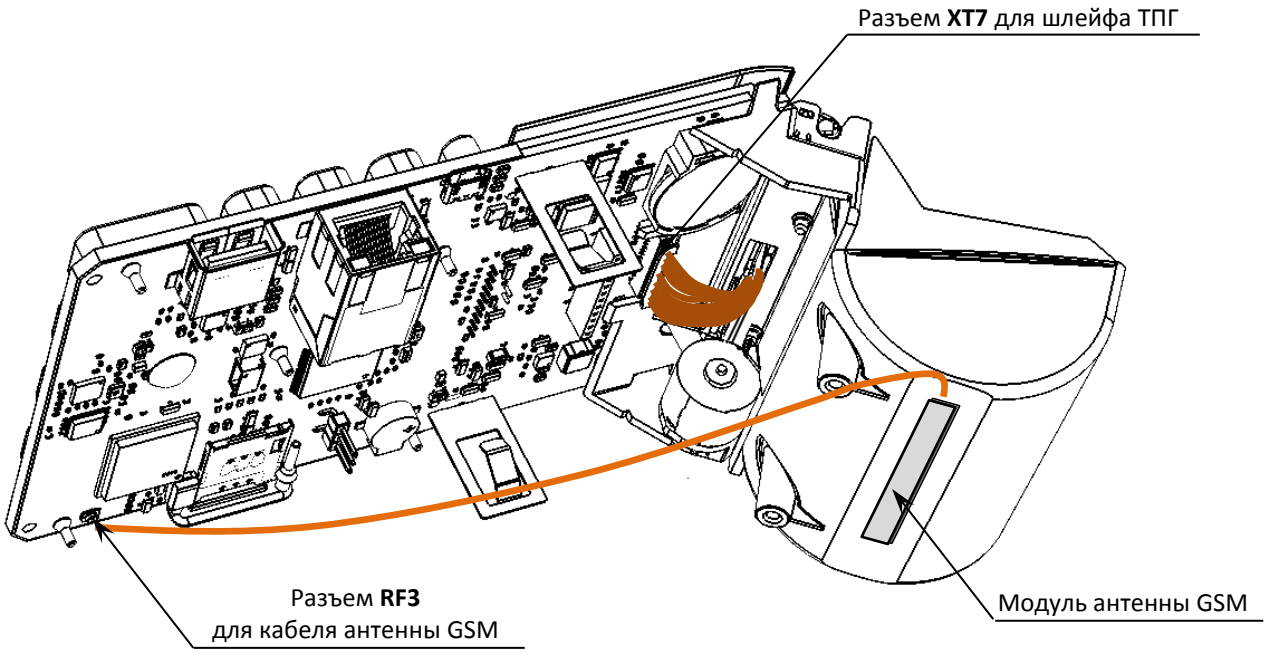

Рисунок 24. Шлейф ТПГ и кабель антенны GSM
10. Далее отключить кабели от разъемов БУ (рисунок 24).